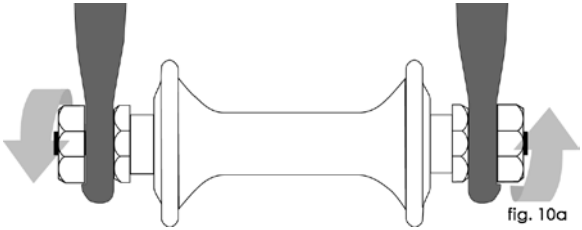

fig. 10a
• Hex nuts or hex key bolts which are threaded on to or into the hub axle (bolt-on wheel, fig. 10a)